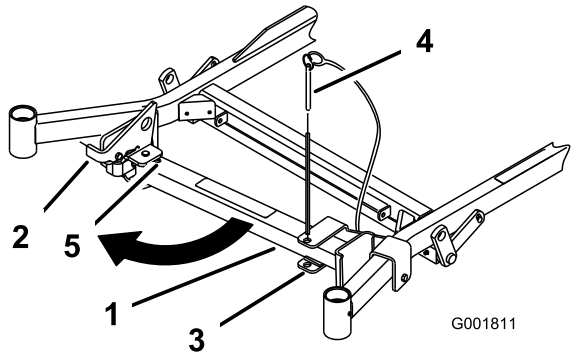
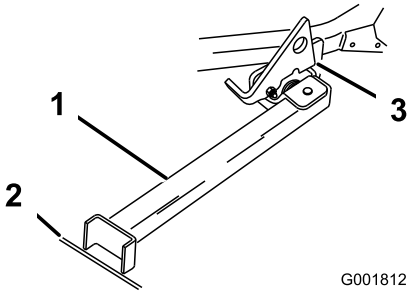

**Figuur 26**
**Figuur 27**
2. Verwijder de pen van de beugel (Figuur 26).
3. Zet de vergrendeling omhoog. Draai het voetstuk van de Z Stand aan de voorkant naar buiten en schuif de Z Stand in de richting van de machine in de onderkant van de sleuf (Figuur 26 en Figuur 27).
4. Plaats het voetstuk op de grond en laat de vergrendeling op de draailip rusten (Figuur 27).
**Opmerking:** Om de beste resultaten te verkrijgen, moet u het voetstuk in spleten in een voetpad of een gazon plaatsen (Figuur 27).
6. Rij de machine de Z Stand op. Stop de machine als de vergrendeling boven de lip in de vergrendelde stand valt (Figuur 27). Als de machine op de Z Stand staat, stelt u de parkeerrem in werking en zet u de motor af.
5. Zet de Z Stand terug in de ruststand (Figuur 26).